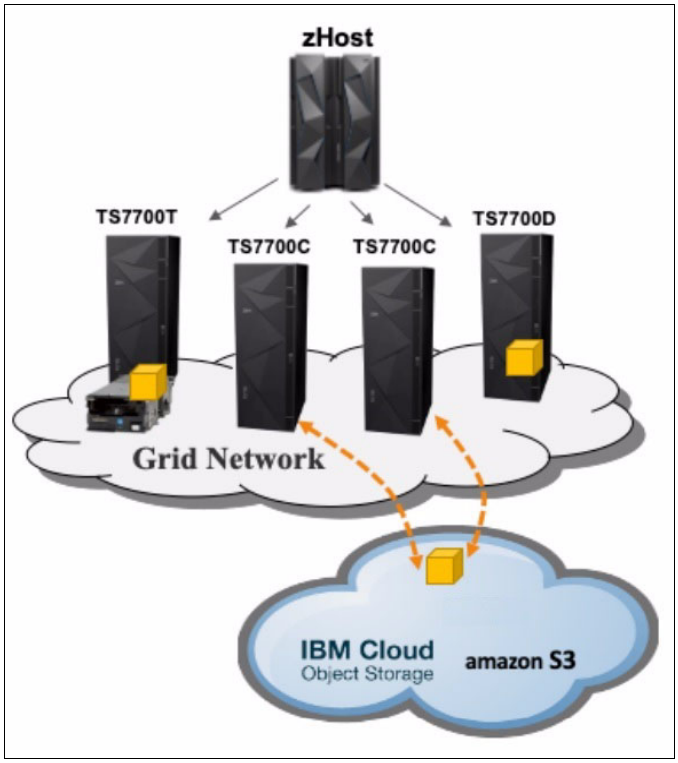

Figure 8-2 TS7700 Grid with Cloud and Tape Attached
- A mixed environment can be used that features Tape Attached (TS7700T), Disk Only (TS7700D), and Cloud Attached (TS7700C), but only the Cloud Attached clusters can access the cloud object store and perform read/write transactions against it. Corresponding volume tracking information is still be shared with all clusters in the grid (an example is shown in Figure 8-2).